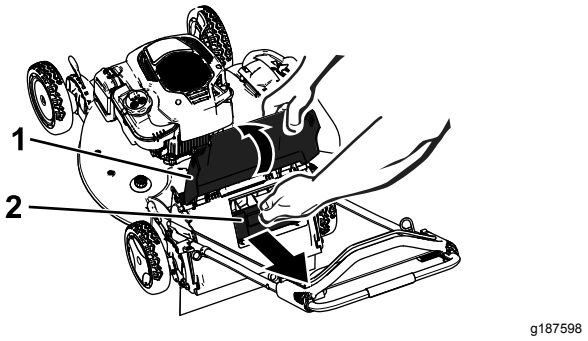

Figur 33
1. Höj och håll upp den bakre luckan (Figur 33).
2. Dra ut den bakre utkastarpluggen (Figur 33).